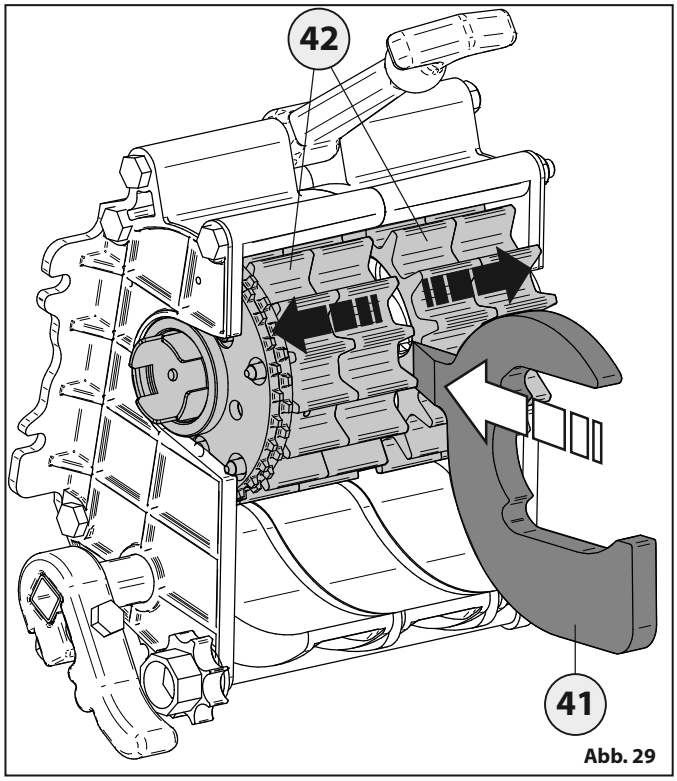

Abb. 29
- Nach Erweitern der Rollen den Rollentrenner **41** erneut drehen, um ihn in die gewünschte Position zu bringen „Abb. 29“.